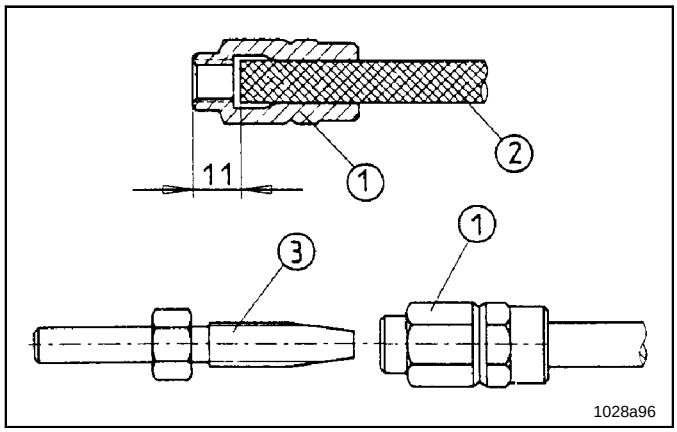

Fig. 7 Preassembly of threaded sleeves and hose studs on the high-pressure hose
➲ Screw threaded sleeve, item 1 Fig. 7, counterclockwise onto high-pressure plastic hose 2 until illustrated dimension of 11 mm is reached. Then screw hose stud 3 into threaded sleeve 1.